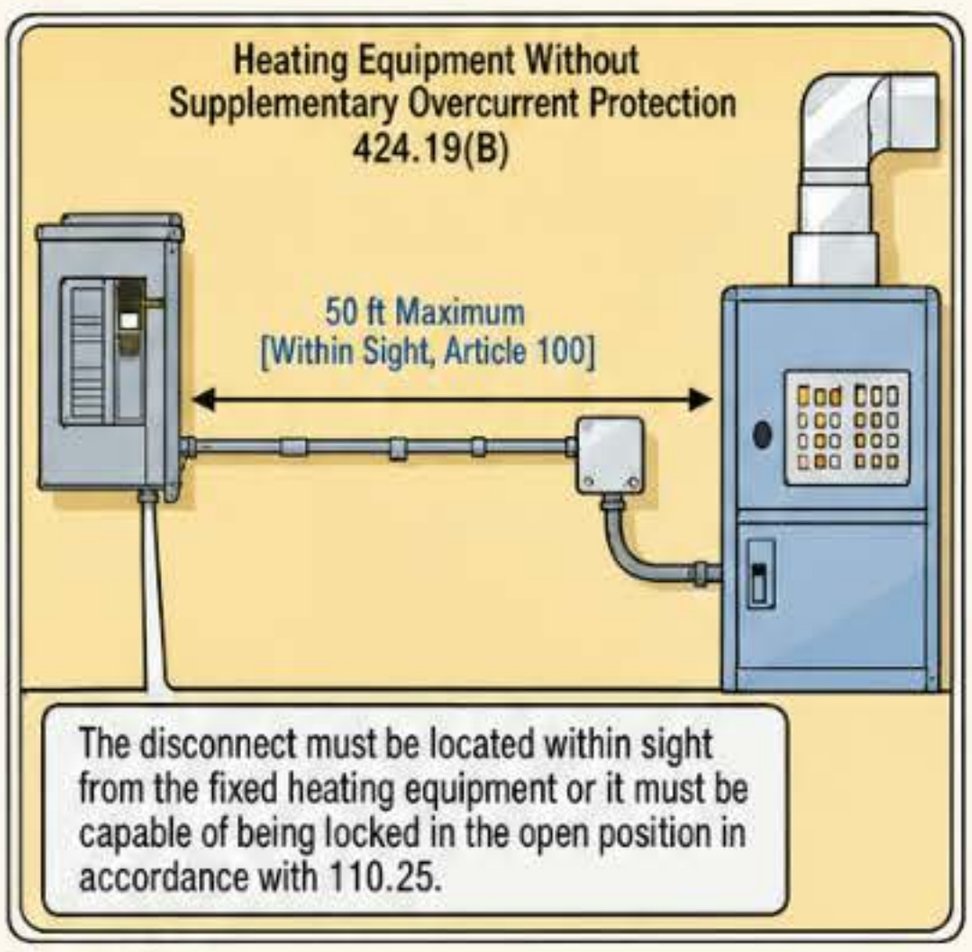

Figure 424-4
(B) Heating Equipment Without Supplementary Overcurrent Protection. The disconnect for fixed heating equipment must be located within sight from the heating equipment or the disconnect must be capable of being locked in the open position in accordance with 110.25. **Figure 424-4**